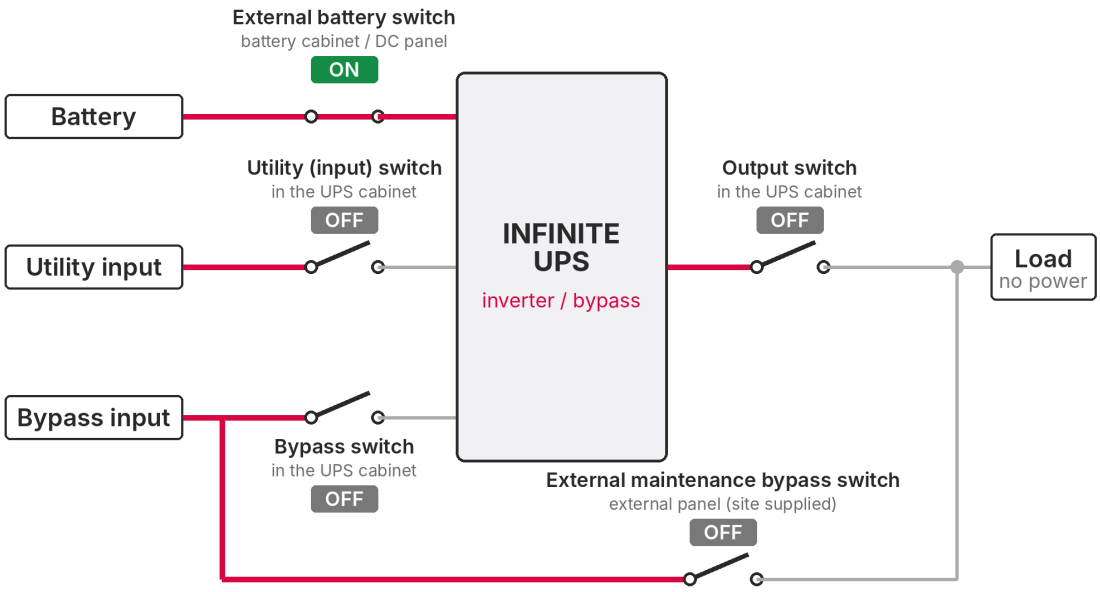

FIGURE 5-4 Cold start: only the external battery switch ON
2. Close **only** the external battery switch (Figure 5-4).